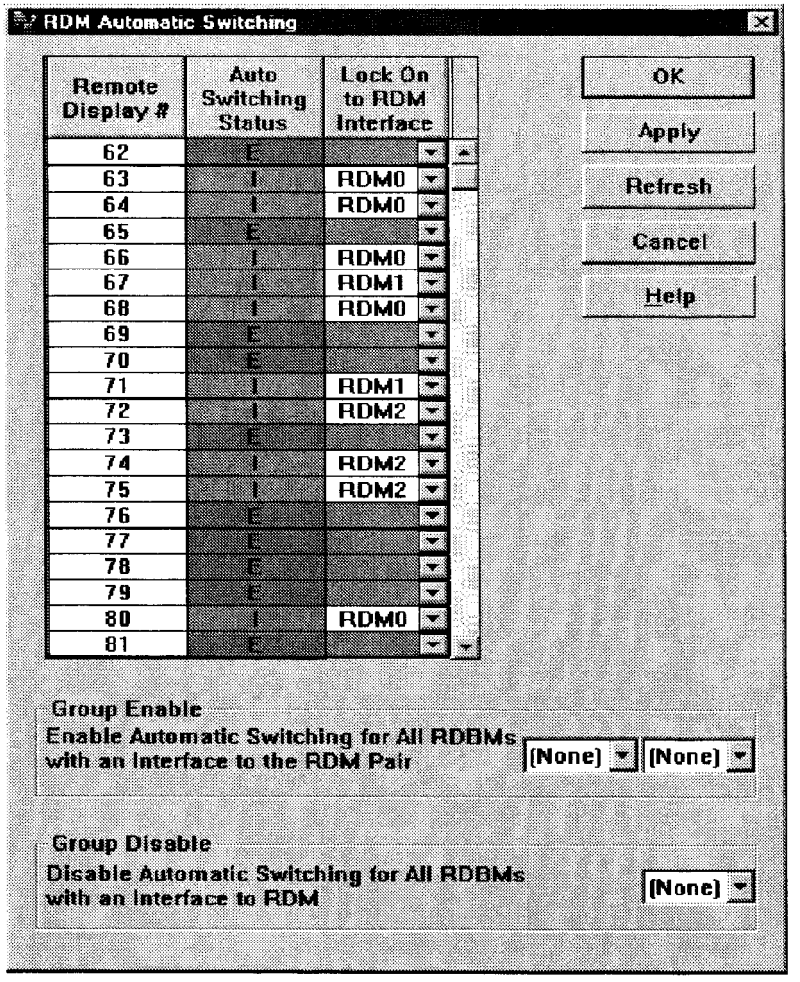

FIGURE 4-52. RDM AUTOMATIC SWITCHING WINDOW
2. Observe the RDM Automatic Switching window (Figure 4-52).